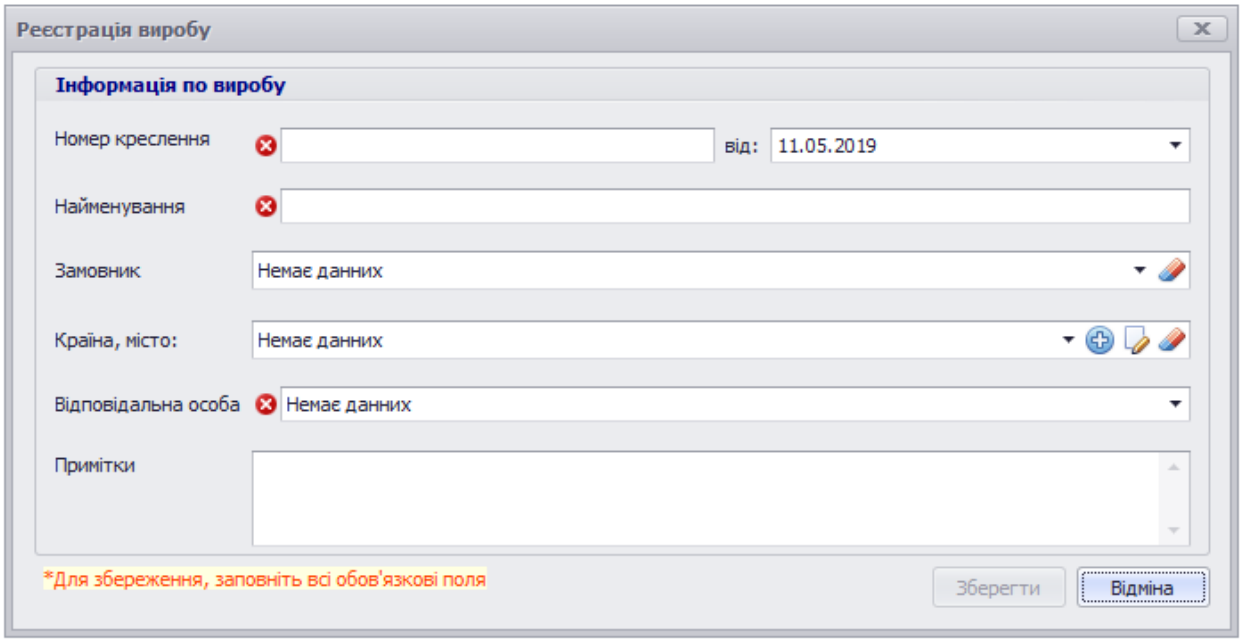
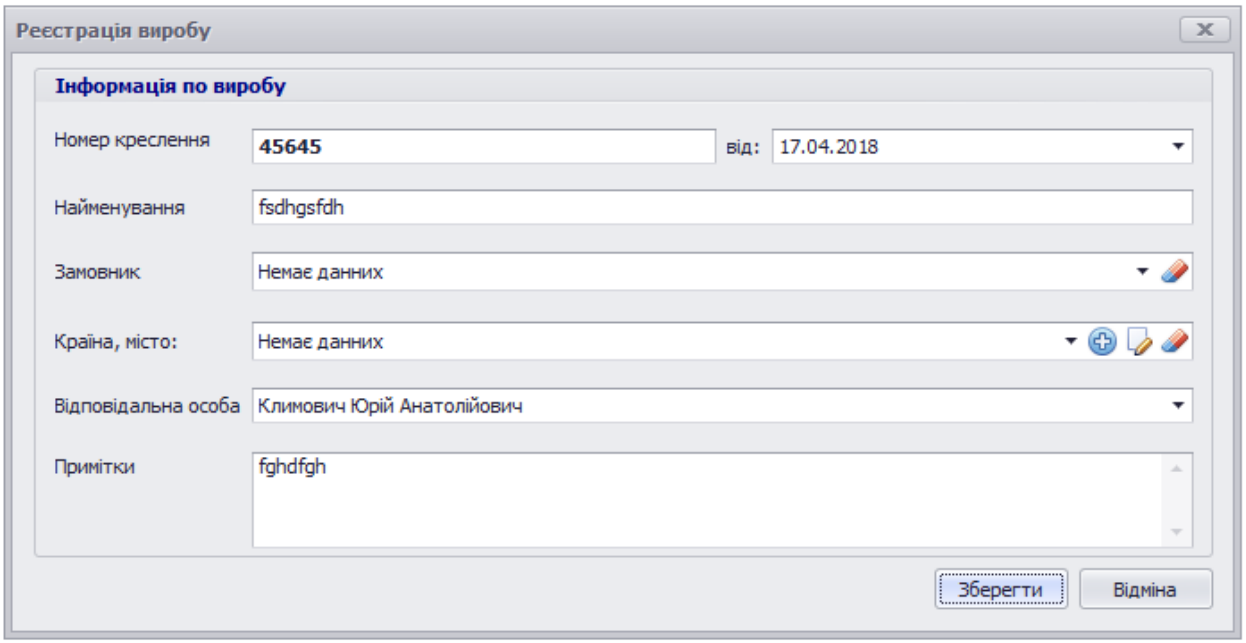

Рисунок 4.2 – Вікно кнопки «*Додати*»
Рисунок 4.3 – Вікно кнопки «*Редагувати*»
- «*Проекти*», можливо створювати (рис.4.2), видаляти та редагувати (рис.4.3);